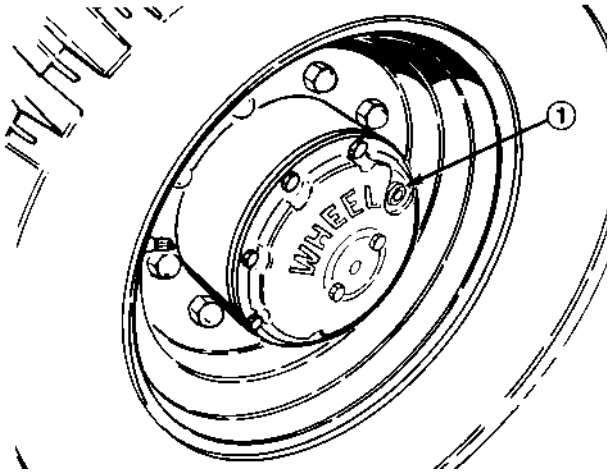

Afbeelding 50
1. Plaats de machine op een horizontaal vlak en zet het wiel in een zodanige positie dat de keer-/aftapplug op drie uur of negen uur staat (Afb. 50).
3. Als alle olie naar buiten is gestroomd, zet u het wiel in een zodanige positie dat de plugopening op drie uur of negen uur staat (Afb. 50).